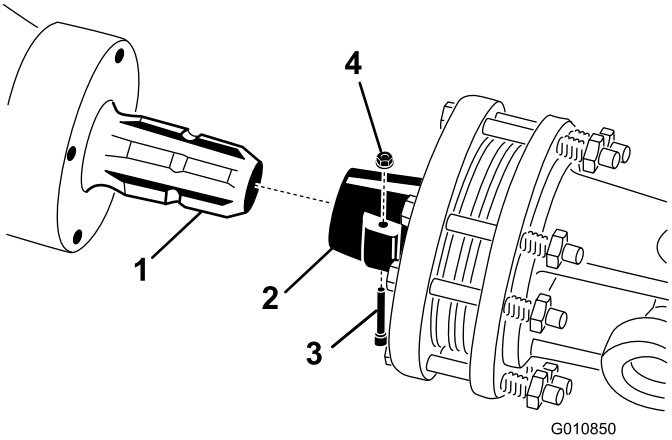

**Figur 19**
1. Fjern tappen og mutteren fra kraftuttaksakselen (Figur 19).
2. Koble clutchenden på kraftuttaksakselen til den inngående akselen på luftemaskinens girkasse, ved hjelp av tappen og mutteren som du fjernet tidligere (Figur 19). Det er kun én måte å sette inn stiften på.